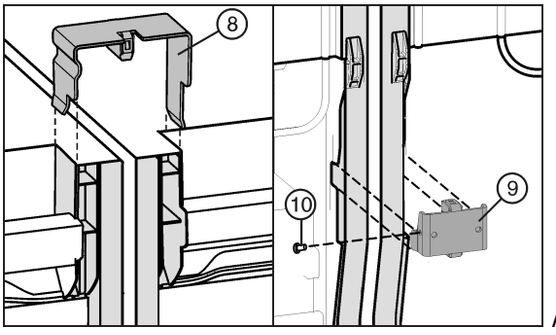

*Fig. 25*
- ▶ Place the connecting clamps *Fig. 25 (8)* at the top of the centre side walls.
- ▶ Insert theconnecting angle *Fig. 25 (9)* underneath into the corresponding space.
- ▶ If the connecting angle is somewhat loose, fit a screw *Fig. 25 (10)*.